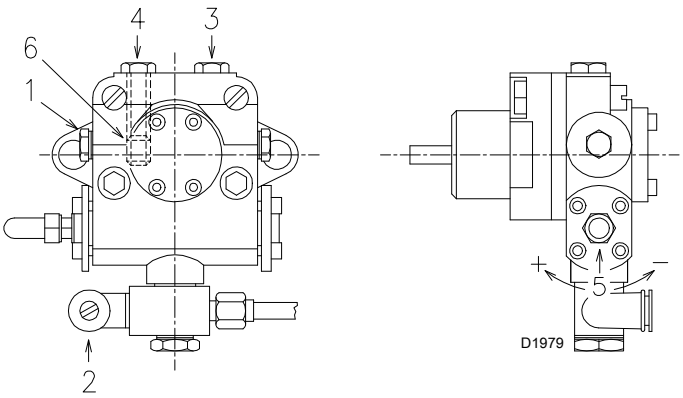

图 30
油泵安装在燃烧器上时，旁路系统被螺栓 6）（图 30）锁紧。
油泵出厂时已经注满油，因此可以进行上述操作。如果油泵内的油被排空，可在启动前通过真空计 4）（图 30）上的开口注油；否则油泵无法启动。
启动自吸功能时，松开油泵上的螺丝 3)(图 30)，排出进油管路中的空气。
- ➤ 将燃料切换器 (图 30) 置于 “OIL” 位置，选择燃油为燃料。
- ➤ 当有轻油从螺丝 3)(图 30)处流出时，可认为油泵已启动。